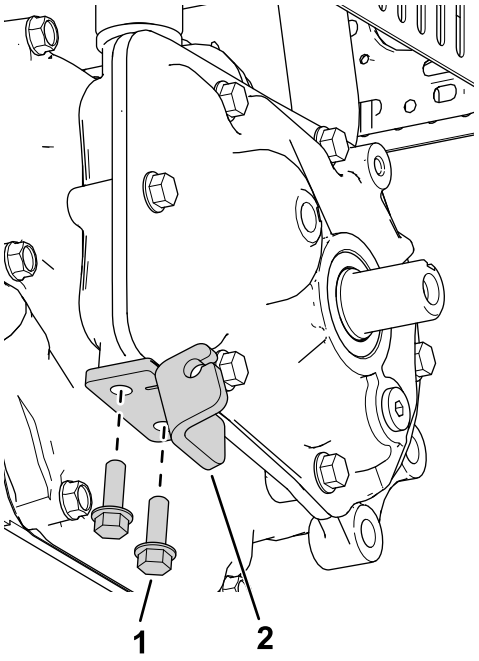

Figura 1
1. Instale el disco del embrague con 2 pernos (¼" x ¾"), como se muestra en la Figura 1.